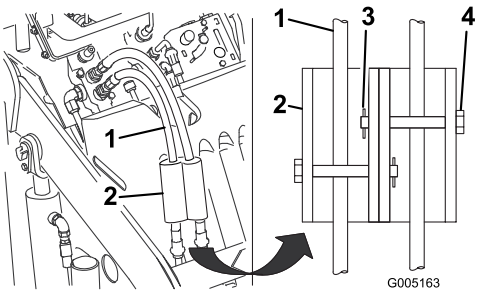

Figura 12
7. Instale los bloqueos de cilindro sobre los manguitos hidráulicos y fíjelos con los pasadores y chavetas (Figura 12).